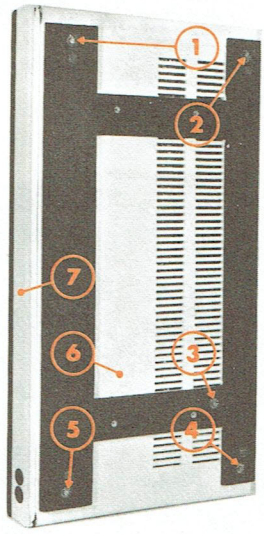

Fig. 11
**HF-FI EN MA [AM-HF-ZF], FI-MF [FM-ZF], DÉCODEUR [St] COTÉ ÉLÉMENTS OU COTÉ SOUDURES, ET AMPLIFICATEURS BF [Tr], ALIMENTATION [Ne] [Gl] COTÉ ÉLÉMENTS (Fig. 11).**